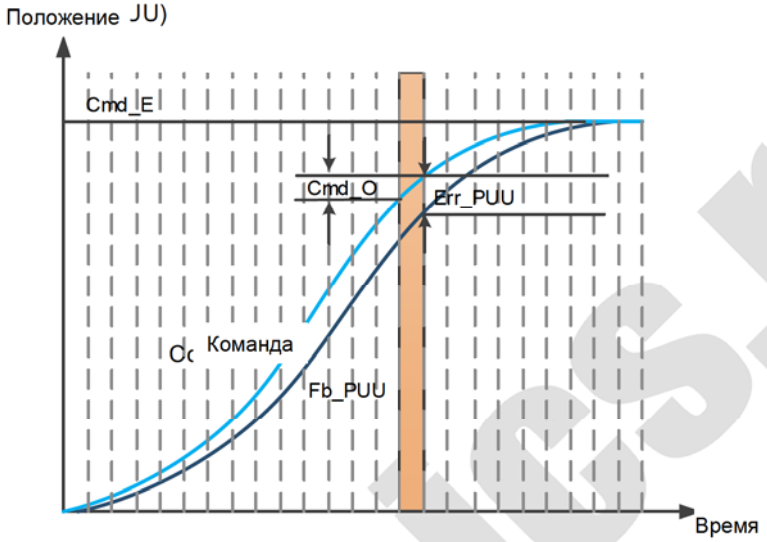

Рис. 7.1.2.2 Мониторинг статуса переменных при выполнении команды в режиме PR
Вы можете использовать дискретный вход (DI) для вызова путей PR и дискретный выход (DO) для мониторинга путей PR (описание функций DI/O см. в таблицах 8.1 и 8.2). Когда вы запускаете команду движения с помощью DI.CTRG [0x08], сервопривод работает на основе команды из внутренних регистров. После завершения выполнения включается DO.Cmd_OK [0x15]. Когда двигатель достигает целевого положения, включается DO.TPOS [0x05]. Затем, после того, как команда PR завершается и двигатель достигает целевого положения, оба сигнала DO включены, и сервопривод выводит сигнал MC_OK [0x17], чтобы указать, что он завершил этот путь PR. Порядок действий показан на рис. 7.1.2.3. Если вы установили время задержки в этом PR и двигатель достигает целевого положения, тогда включается DO.TPOS [0x05]. По истечении времени задержки включается DO.Cmd_OK [0x15] (команда положения PR завершена). После того, как оба вышеупомянутых сигнала DO включены, сервопривод выводит сигнал MC_OK [0x17], чтобы указать, что он завершил этот путь PR, как показано на рис. 7.1.2.4.